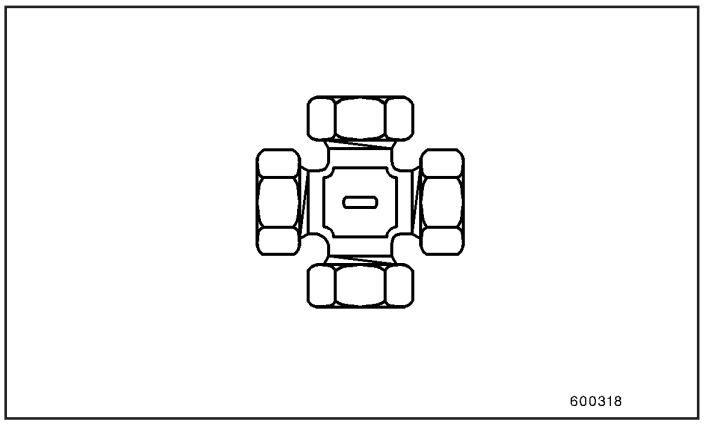

Fig.4
- conexões em “X” ou cruzadas (Fig. 4).